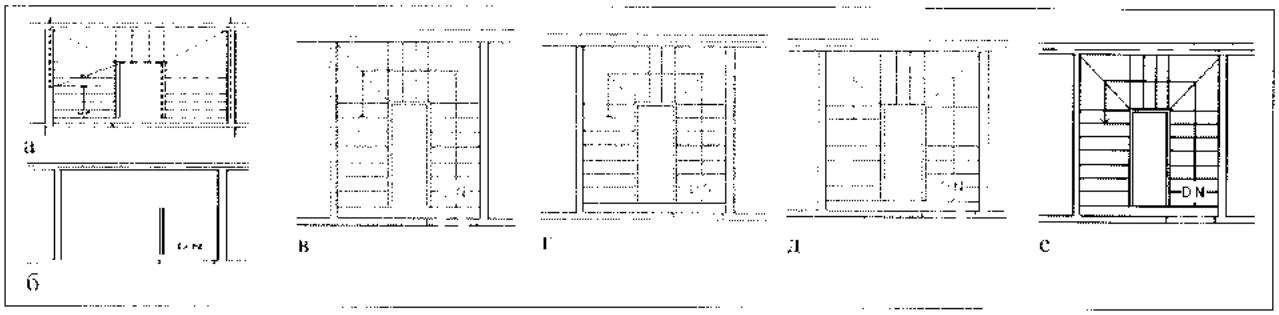

Рис. 1.21. *Создание проемов в лестничном отсеке*
13. Сформировать проемы в лестничном отсеке (рис. 1.21).